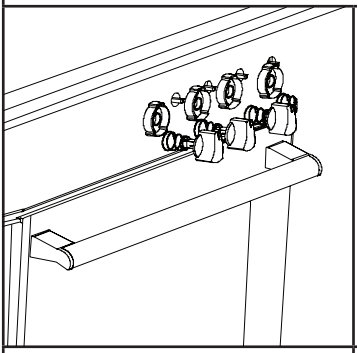

Figura 4
1. Mettere i bruciatori del fornello in posizione bassa ed estrarre le manopole di controllo del fornello sul pannello di controllo. (Vedi figura 4)